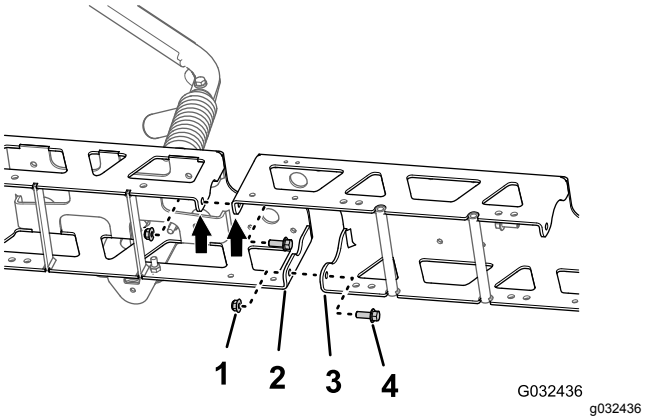

Figur 54
1. Juster hullerne i de lodrette flanger på midterbomforlængeren, så de passer med hullerne i afstiverstellet (Figur 54).
2. Sæt løst midterbomforlængeren på afstiverstellet (Figur 54) med de 2 flangehovedbolte (3/8 x 1 tomme) og 2 flangelåsemøtrikker (3/8 tomme), som du afmonterede i trin 1 i Adskillelse af afstiverne til midtersprøjtesektionen (side 27).
3. Juster hullerne i de lodrette flanger på midterbomforlængeren, så de passer med hullerne i det andet afstiverstel (Figur 54).
4. Sæt løst midterbomforlængeren på det andet afstiverstel (Figur 54) med de 2 flangehovedbolte (⅜ x 1 tomme) og 2 flangelåsemøtrikker (⅜ tomme) fra GeoLink-finishingsættet til sprøjtesystem (Figur 54).